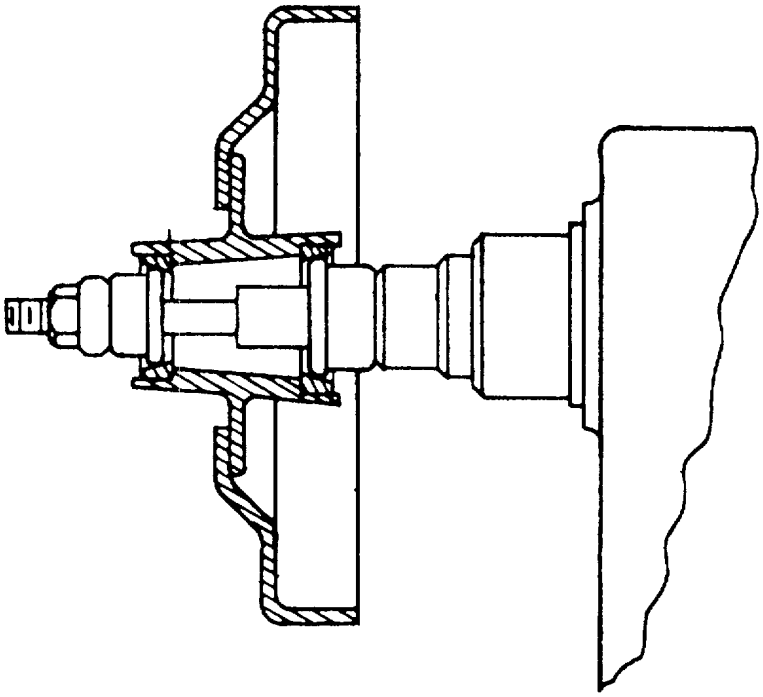

Fig. 1-5 - TAPERED BEARING EQUIPPED HUB
d.-Tapered Bearing Equipped Hub. Select the proper Radii Cone to fit into the inner and outer bearing cups. Radius of Radii Cone selected should seat somewhere on cup bearing surface. In most cases, this will be approximately in the center of bearing cup. Place Radii Cone for inner bearing cup on Arbor, followed by hub and Radii Cone for outer bearing cup. Place additional Spacers on Arbor so that when the Arbor Nut is tightened on the end of the Arbor, the two Radii Cones will draw up securely to the bearing cups and Radii Cones are clean before mounting (see figure 1-5).